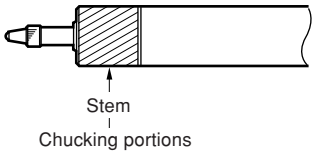

**Fig. 1 Mounting positions**
- Be sure to chuck the stem for mounting the measuring unit. If other portion of the measuring unit needs to be chucked, avoid chucking the name label portion (where the head is built in) and its neighborhood (Fig. 1).